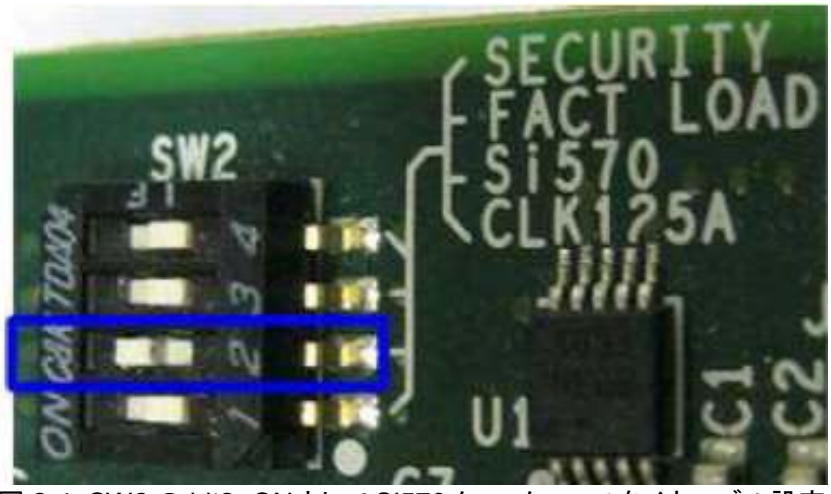

図 2-4: SW2 の bit2=ON として Si570 クロックソースをイネーブル設定
- CycloneV SX SoC ボードの場合、プログラマブル・クロックをイネーブルにします。図 2-4 に示すように SW2 の bit[2]を ON とします